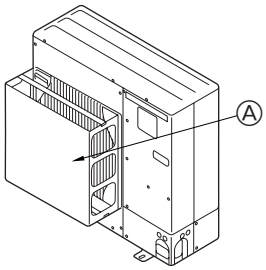

Fig. 2-4
② Τοποθετήστε έναν προαιρετικό οδηγό αέρα, αν πρόκειται να εγκαταστήσετε τη μονάδα σε σημεία όπου υπάρχει το ενδεχόμενο να φυσούν απευθείας στο στόμιο εξαγωγής του αέρα πολύ δυνατοί άνεμοι κτλ. (Fig. 2-4)